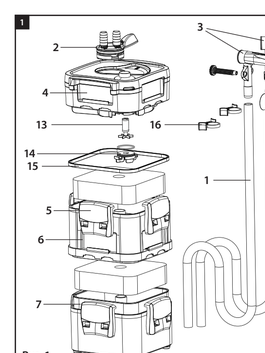

Rys. 1.
Filtrul MULTIKANI 1000 trebuie plasat întotdeauna sub nivelul apei în acvariu. Din motive estetice, se recomandă plasarea acestuia în un dulap special pentru acvariu, situat sub acvariu. Pentru a conecta filtrul pentru plantă cu componentele prezentate în Fig. 1 trebuie asamblate. Capetele furtunului (1) trebuie montate pe porturile de admisie și de ieșire situate în unitatea de control a filtrului (2) cât mai mult posibil. Pentru a asigura etanșeitatea, capetele furtunului ar trebui împinse cât mai mult posibil pe conectori.
Elementele de instalare precum tuburile de preaplin (3), tuburile de prelungire (8), coatele (9), controlul apei (10) și coșul de aspirație (11) trebuie asamblate conform cerințelor, folosind diagrama din Fig. 1. Intrarea și ieșirea filtrului trebuie stabilizate în acvariu folosind mânerele cu ventoze din Fig. 12. Înainte de a începe, îndepărtați capacul filtrului (4) conform Fig. 1, deschizând cele patru catarame (5) care țin capacul filtrului (4). Apoi soțate/alunecați capacul filtrului (4) din recipientul filtrului (6). Scoate cușurile de filtrare (7) și cartușele filtrului din interiorul filt
The **MULTIKANI 1000 filter** must always be placed below the water level in the aquarium. For aesthetic reasons, it is recommended to place it in a specialized aquarium cabinet located under the tank. In order to connect the filter for the first time, the components shown in Fig. 1 must be assembled. The hose ends (1) must be fitted to the filter inlet ports located in the filter control unit (2) as far as it will go. To ensure tightness, the hose ends should be pushed as far as they will go on the connectors.
Installation elements such as overflow tubes (3), extension tubes (8), elbows (9), water control (10) and suction basket (11) must be assembled as required using the diagram in Fig. 1. The filter inlet and outlet must be stabilized in the aquarium using the included suction cup handles (12). Before starting, remove the filter cover (4) in accordance with Fig. 1 by opening the four buckles (5) holding the filter cover (6). Then pull out/slide up the filter cover (7) from the filter container (6). Remove the filter baders (7) and the filter cartridges from inside the filter. It is recommended to soak sponge inserts and cotton wool in water and rinse. Ceramic cartridges should be poured from the foil packaging directly into the baskets and rinsed thoroughly to remove any dust (otherwise this dust may cause temporary turbidity of the aquarium water). In order to accelerate the initiation of biological filtration, it is recommended to spray both sponges and ceramic cartridges with a biostarter containing live cultures of nitrifying bacteria (e.g. AQUAEL ACTIBACTOL). Then place the filter baders (7) together with the cartridges inside the filter.
Elementy instalacyjne takie jak rurki przelewowe (3), rurki przedłużek (8), kolanka (9), kierownicy wody (10) i kosz zasysający (11) należy zmontować według potrzeb korzystając ze schematu na Rys. 1. Wlot i wylot filtra należy ustabilizować w akwarium za pomocą dołączonych uchwytów z przyssawkami (12). Przed rozpoczęciem należy zdjąć pokrywę filtra (4) zgodnie z Rys. 1 poprzez otwarcie czterech klamer (5) przytrzymujących pokrywę filtra (4). Następnie należy wyciągnąć/wysunąć do góry pokrywę filtra (4) z pojemnika filtra (6). Z wnętrza filtra należy wyjąć koszyki filtracyjne (7) wraz z wkładami filtracyjnymi. Wkłady gąbkowe i wate ceramiczne namoczyć w wodzie i przepłukać. Wkłady ceramiczne należy wysypać z opakowań foliowych bezpośrednio do koszyków i dokładnie przepłukać w celu usunięcia ewentualnego pyłu (w przeciwnym razie pył ten może spowodować przejściowe zmętnienie wody w akwarium). W celu przyspieszenia zainicjowania filtracji biologicznej zarówno gąbki jak i wkłady ceramiczne zalecaj się skropić je produktem biostarter zawierającym żywe kultury bakterii nitryfikacyjnych (np. AQUAEL ACTIBACTOL). Następnie koszyki umieścić koszyki filtracyjne (7) wraz z wkładami we wnętrzu filtra.